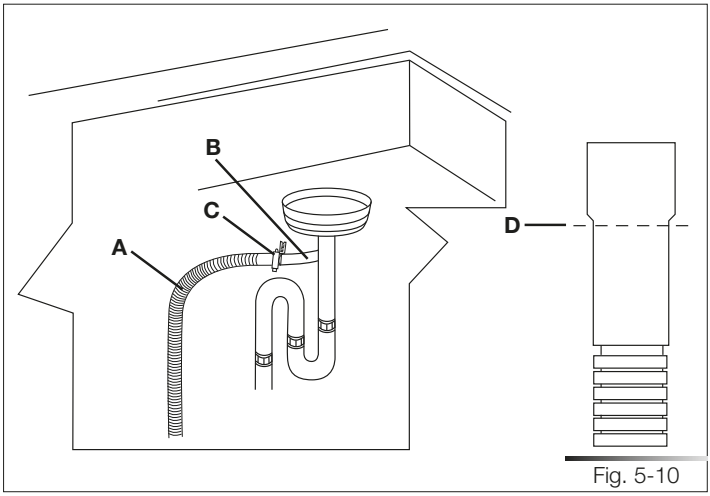

Fig. 5-10
1. Conecte el tubo de evacuación del lavavajillas (ref. A fig. 5-10) al empalme en "T" (ref. B fig. 5-10) del circuito de evacuación mediante una abrazadera de destornillador* (ref. C fig. 5-10) de 38 a 50 mm (de 1-1/2 a 2"); si es necesario, corte el extremo del tubo de evacuación del lavavajillas (ref. D fig. 5-10) (no corte la sección ondulada).